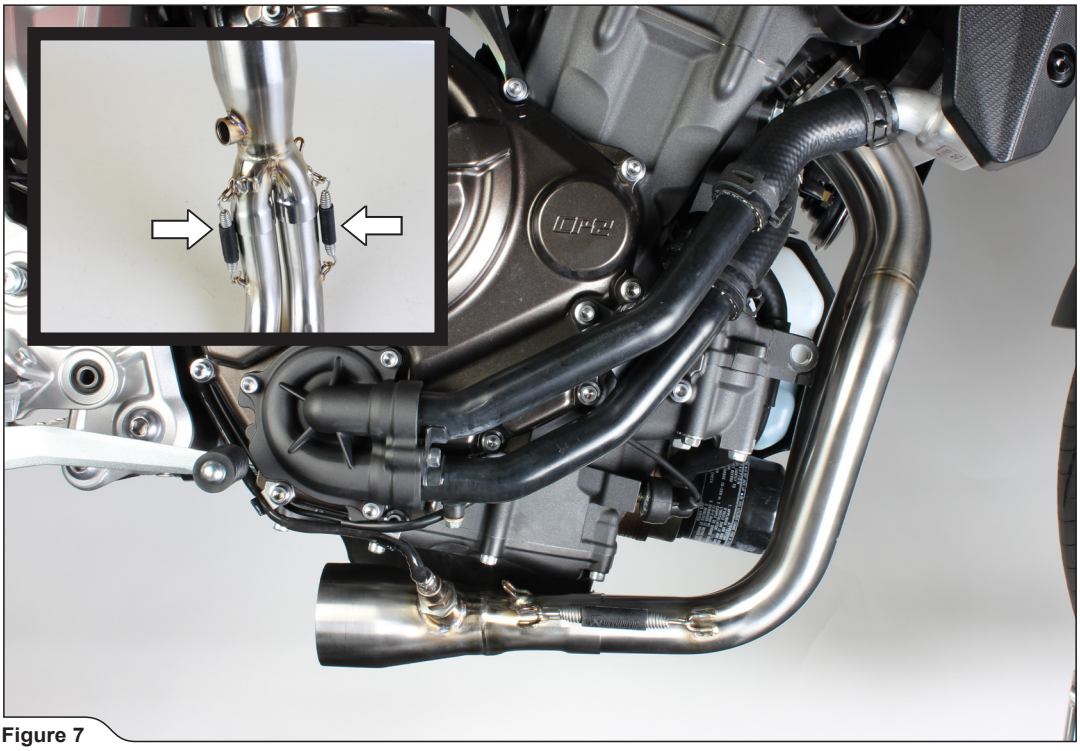

Figure 7
1. Assemble the headers and collector, attach the springs. Install the Akrapovič headers onto the motorcycle and hand tighten the flanges onto the cylinder head (using stock nuts) and tighten the lambda sensor into the collector **(Figure 7, 8, 9).**